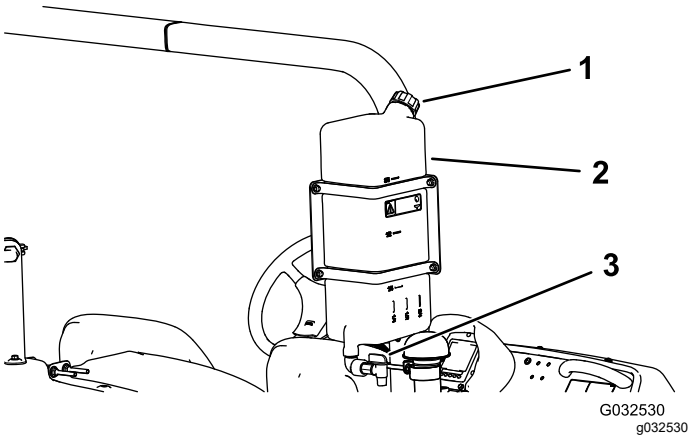

Figure 24
- To fill the tank, unscrew the cap at the top of the tank, fill the tank with fresh water, and install the cap (Figure 24).
- To open the fresh-water tank spigot, turn the lever on the spigot (Figure 24).